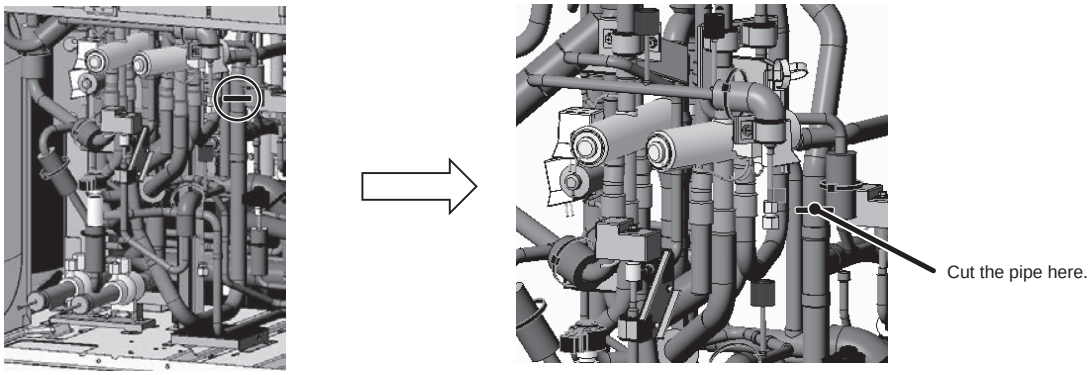

Figure 3
(2) Cut the pipe at the location adjacent to the check valve (where indicated in the figure). (See Figure 3.)